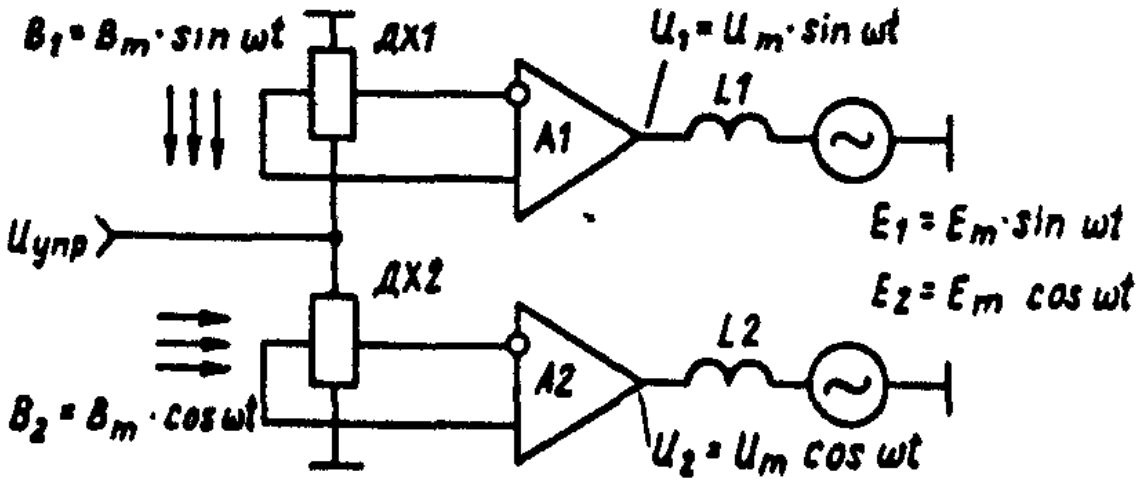

Рис. 9
Принцип формирования напряжений питающих обмоток статора показан на рис. 9.
1.4.5.1. Скорость вращения ротора зависит от эффективного значения напряжения на выходе усилителей, которые можно изменить, регулируя постоянный ток в датчиках Холла (см. рис. 9), путем изменения напряжения Uупр. Для изменения направления вращения ротора достаточно изменить знак управляющего напряжения на противоположный.